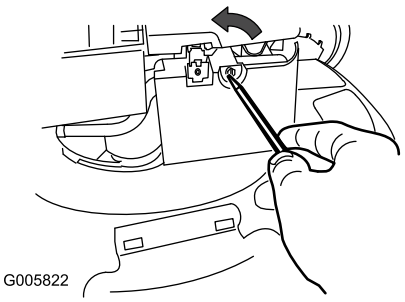

Figuur 24
1. Gebruik een schroevendraaier om het luchtfilterdeksel te openen (Figuur 24).